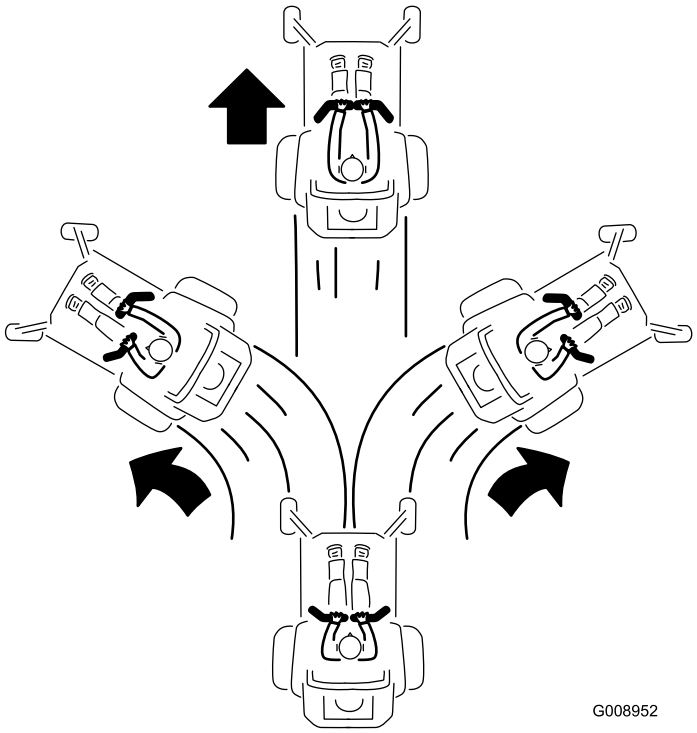

Figuur 24
3. Om vooruit te rijden, duwt u de rijhendels langzaam naar voren (Figuur 24).